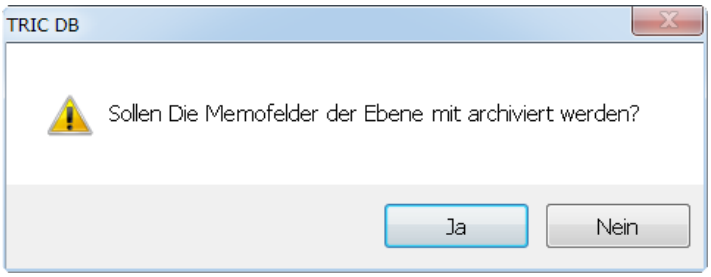

Bild 18.67 – Archivierung der Memo-Felder einer Ebene
- Daraufhin erscheint die Abfrage, ob die Inhalte der *Memofelder* mit archiviert werden sollen (Abb. 18.67). Dies sind die Einträge, die Sie in den Projekteinstellungen unter *Memo(n)* abgelegt haben. Sehen Sie dazu Abschnitt 16.4.3, *Hauptabschnitt* Memo(n), auf S. 95.